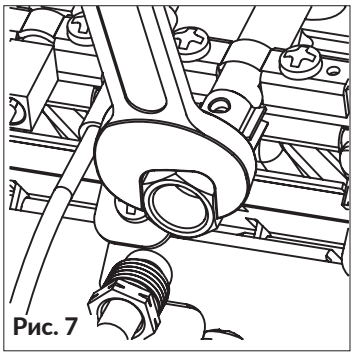

Рис. 7
- установить форсунку запальной горелки с новой прокладкой из комплекта для перевода на сжиженный газ (рис.7).